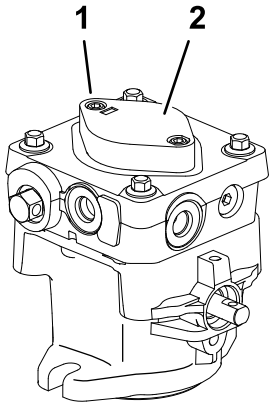

Figur 52
7. Lossa de två insexhuvudskruvarna (Figur 52) endast 1½ varv för att snapsa pumpen. Se till att motorn är avstängd. Lyft laddningspumphuset uppåt och vänta tills olja flödar fritt från under huset. Dra åt huvudskruvarna igen. Gör detta på båda pumparna.